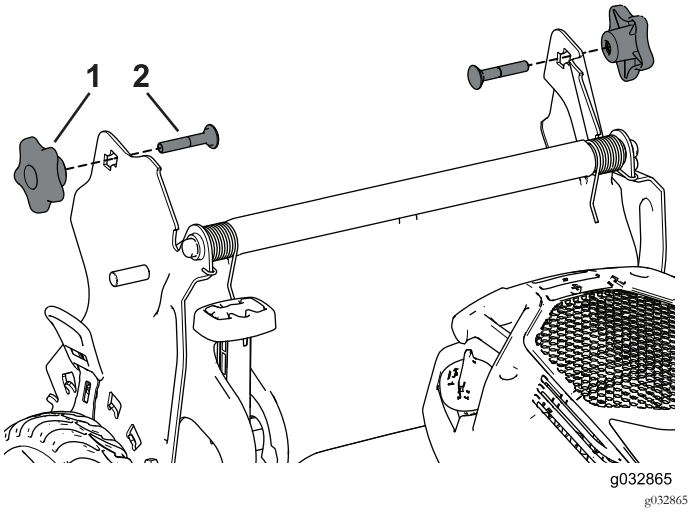

Rysunek 31
3. Włóż śrubę podsadzaną (z łbem śruby skierowanym do środka) przez wspornik uchwytu i przez górny otwór w końcówce uchwytu. Upewnij się, że kwadratowe krawędzie każdej ze śrub podsadzanych są dobrze dopasowane do górnego lub dolnego kwadratowego otworu w odpowiednim wsporniku uchwytu (Rysunek 31).